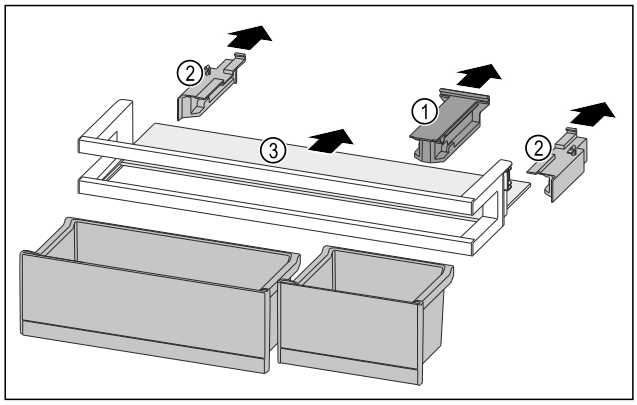

Fig. 132
- ▶ Pull off the holding part *Fig. 132 (1)*.
- ▶ Pull off the side parts *Fig. 132 (2)*.
- ▶ Remove the shelf *Fig. 132 (3)*.